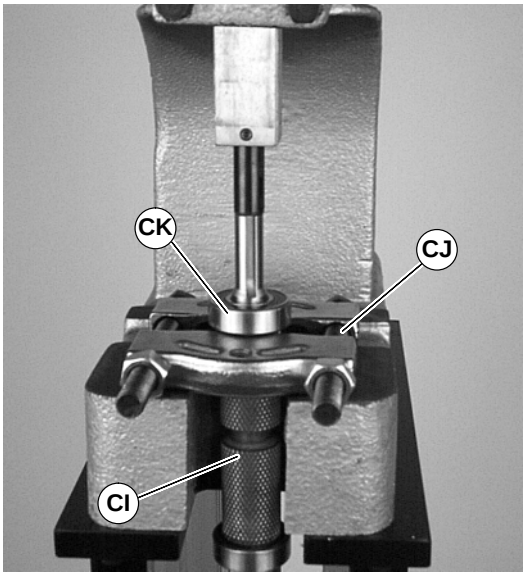

Abbildung 50
1. Die Antriebsrolle (CI siehe Abbildung 50) in einem normalen Lagerabzieher (CJ) wie gezeigt positionieren.